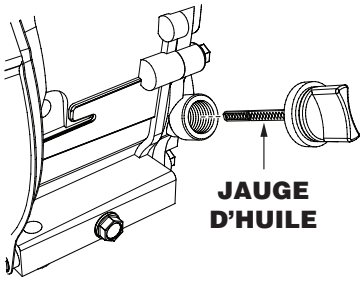

Figure 11. Jauge d'huile moteur (retrait)
2. Retirer la jauge de remplissage du trou de remplissage d'huile du moteur (Figure 11) et l'essuyer.